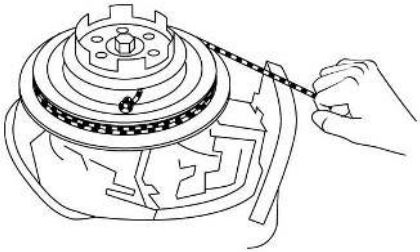

Рис. 44 Запуск двигателя дополнительным шнуром стартера
8. Завяжите на свободном конце шнура узел. Вставьте конец шнура с узлом в паз на маховике и намотайте шнур несколько раз вокруг маховика по часовой стрелке (Рис. 44).